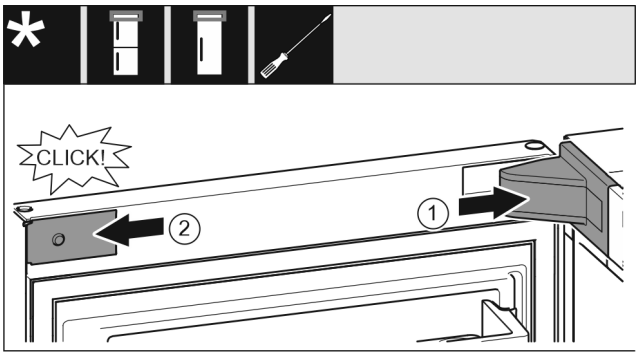

Fig. 20
- ▶ Крышку опорного кронштейна установите и зафиксируйте, при необходимости осторожно разожмите. *Fig. 20 (1)*
- ▶ Установите накладку сбоку и зафиксируйте. *Fig. 20 (2)*